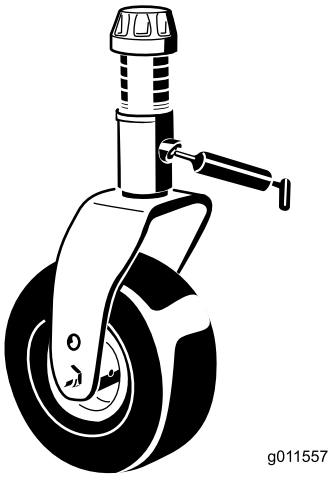

Figuur 44
- 1 lagerbus van de as van de zwenkwielvork (Figuur 44)